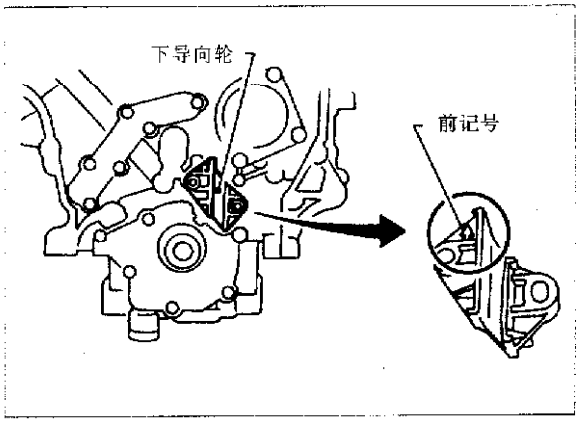

图 2-4-29
(3)将下部正时链导向装置安装在定位销上,前安装记号应朝上,见图 2-4-29。